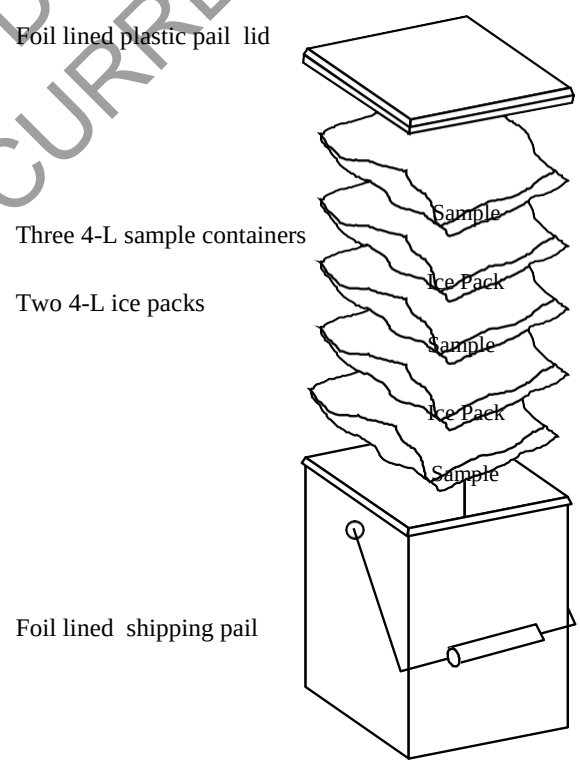

Fig 02.01-B3 Preparation for shipment.
12.5.2 Line the shipment pail with aluminum foil or other reflective material to minimize sample heat-gain. Place the sample bags containing the compost sample into the plastic pail and interleave with ice packs for shipping (refer to Fig 02.01-B3).